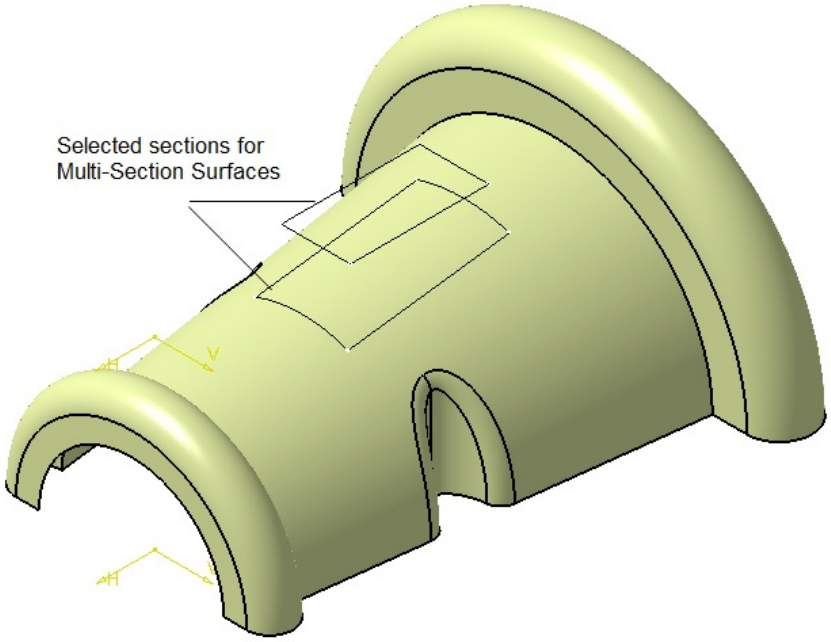
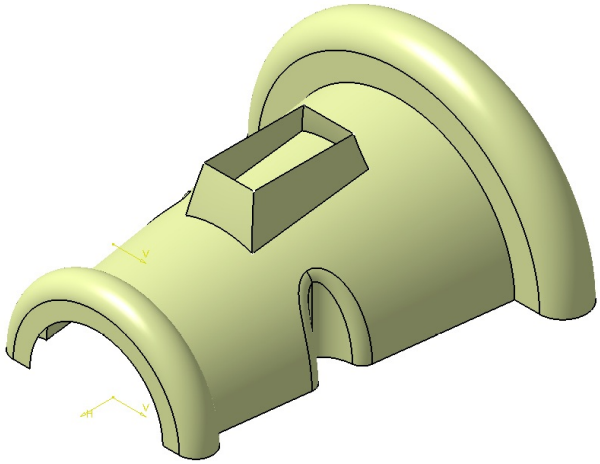

Figure 18-95 *Sections selected for multi-section surfaces*
Figure 18-96 *Resultant lofted surface*
9. Select the sections, as shown in Figure 18-95, and choose the **OK** button from the **Multi-Sections Surface Definition** dialog box. Figure 18-96 shows the model after creating the lofted surface.